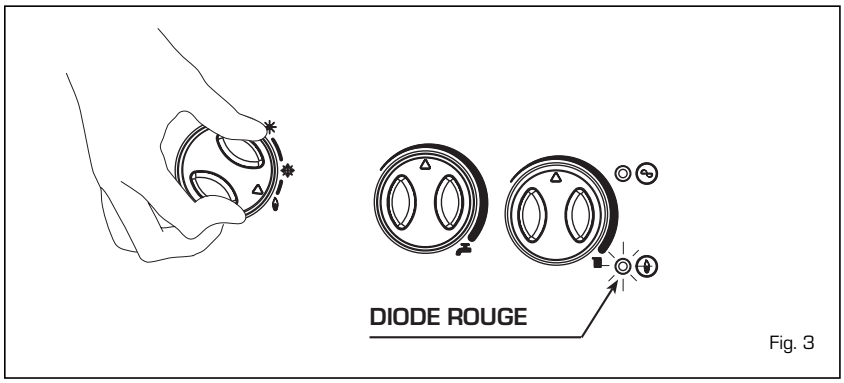

Fig. 3
– **Blocage allumage/intervention du l'aquastat de sécurité** (fig. 3)